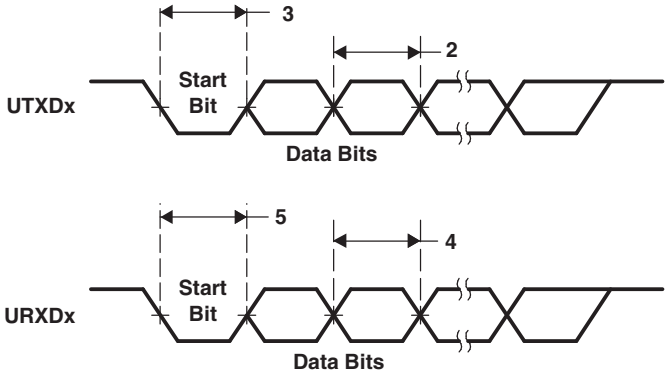

**Figure 6-28. UART Transmit/Receive Timing**
**Table 6-50. Timing Requirements for UARTx Receive[1] (see Figure 6-28)**
(1) U = UART baud time = 1/programmed baud rate.
**Table 6-51. Switching Characteristics Over Recommended Operating Conditions for UARTx Transmit[1] (see Figure 6-28)**